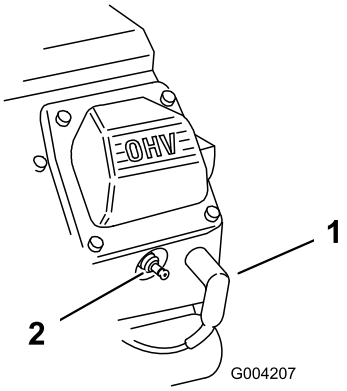

**Figuur 38**
3. Maak de kabels los van de bougies (Figuur 38).
3. Druk de bougiekabels op de bougies (Figuur 38).